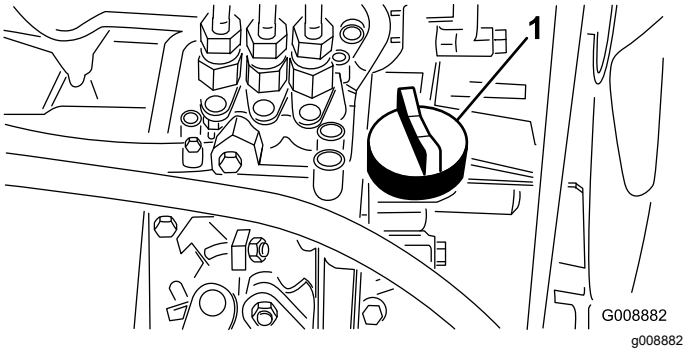

Figur 28
4. Hvis oljenivået er lavt, må du ta av oljelokket (Figur 28) og gradvis helle på små mengder olje, samtidig som du sjekker nivået, til det når opp til Full-merket på peilestaven.